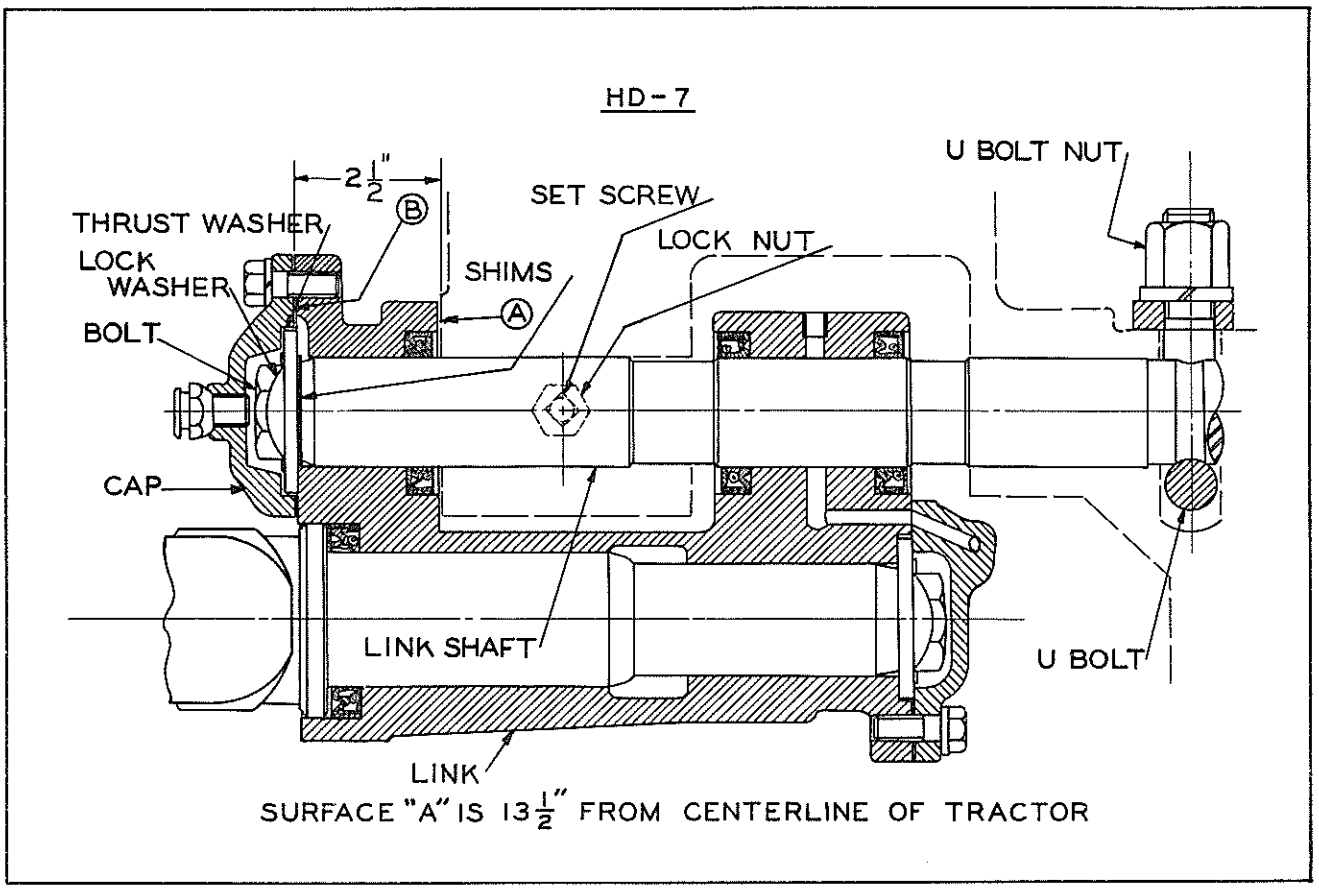

FIG. 5
a. After installing the link shaft with the stabilizer links and U Bolt in place, set the links so surface "B", the flat surface on the out end of the link, is 2½" from surface "A". Fig. 5.